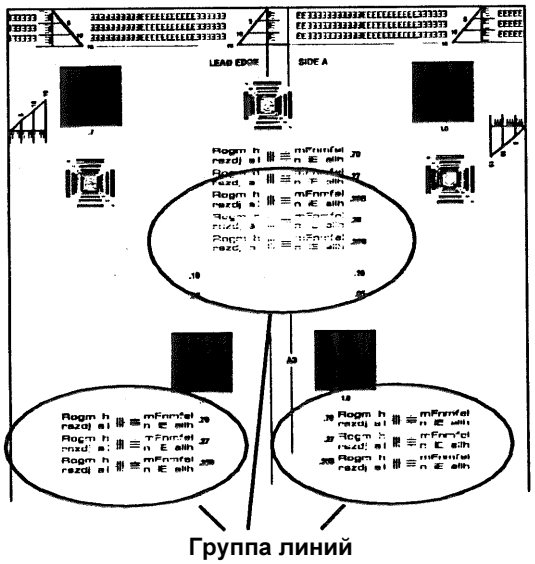

Рисунок 1. Проверка экспозиции по копии
5. (Рисунок 1): Проверьте пятую копию. Группы линий 0.10 на копии должны быть видны частично, неразборчиво. Группы линий 0.05 на копии не должны быть видны совсем.